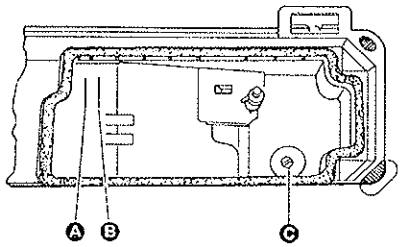

Bild 2
1) Der Ölstand in der Ölwanne sollte zwischen den beiden Marken (A und B), wie in Bild 2 gezeigt, liegen. Die Marke A zeigt den maximalen Ölstand, die Marke B den minimalen Stand. Sollte der Ölstand unter die Marke B fallen füllen Sie bitte umgehend Öl nach.